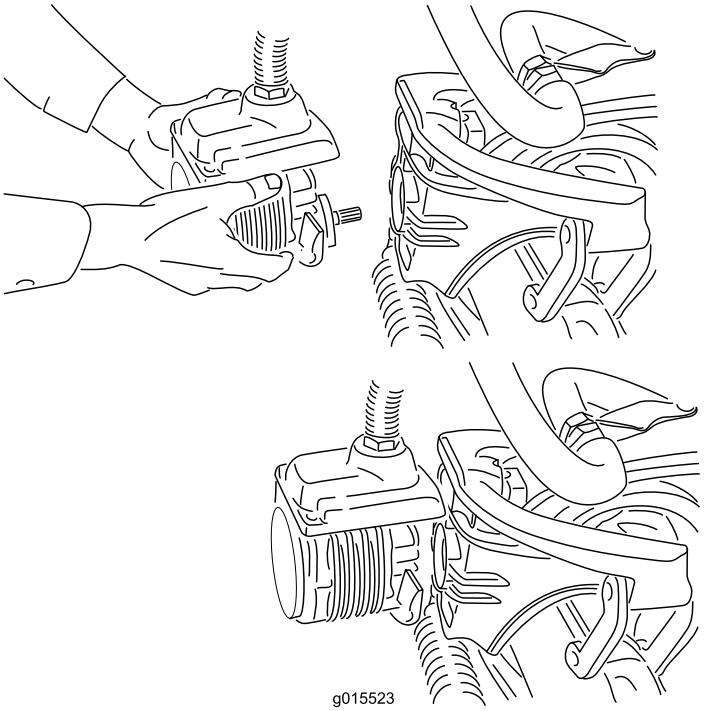

Figur 39
4. Flyt motoren hen i opbevaringspositionen foran på affjedringsarmen (Figur 39).